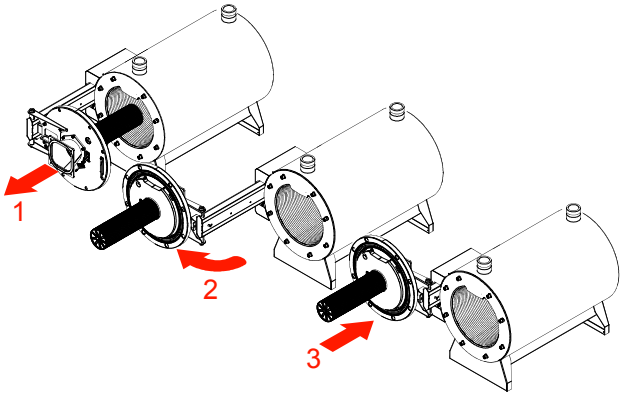

Figure 34: Burner Door Opening
d. This unit is equipped with a sliding mechanism shown in Figure 34. Position (1) burner assembly slides out of the combustion chamber, (2) rotate away from the combustion chamber and (3) sliding back to allow full access to the combustion chamber for inspection and service.